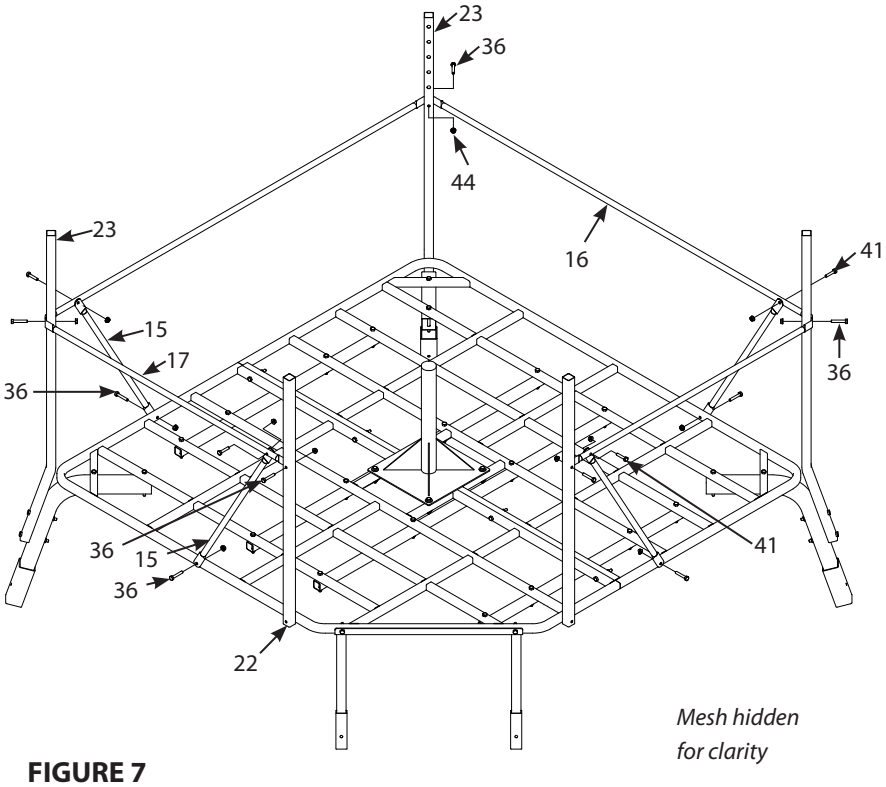

FIGURE 7
7. Attach the two long support braces (16) and two short support braces (17) to the vertical corner supports (23) and vertical entry supports (22) using five 1/4-20 X 1-1/2 IN bolts (36) and 1/4-20 nuts (44). **SEE FIGURE 7.**
Attach one end of the four angled support braces (15) to each of the long support braces (16) and short support braces (17) using one 1/4-20 X 1-1/4 IN bolt (41) and 1/4-20 nut (44). **SEE FIGURE 7.**
Attach the lower end of each angled support brace (15) to the assembled platform using one 1/4-20 X 1-1/2 bolt (36) and 1/4-20 nut (44). **SEE FIGURE 7.** ***Securely tighten all loose hardware at this time.***